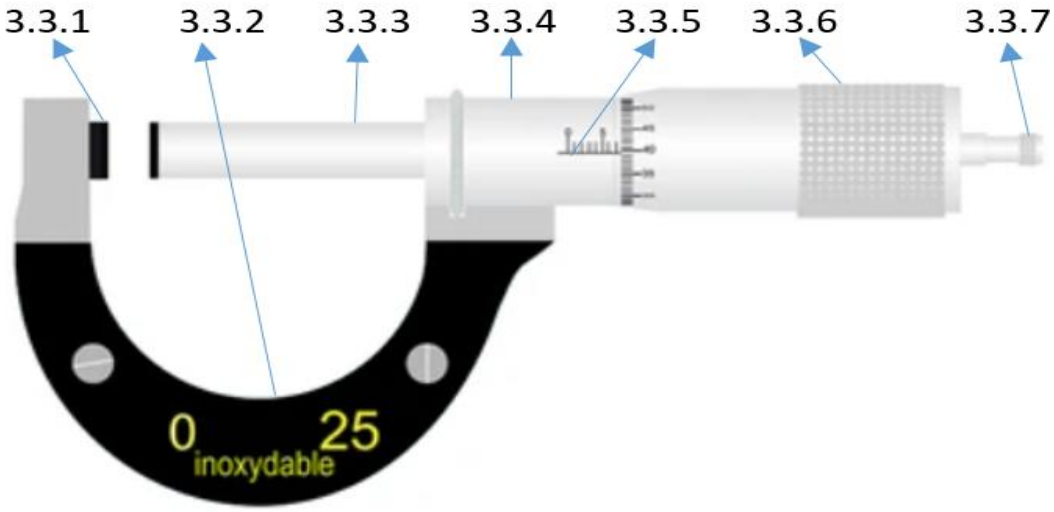

FIGUUR 2 (7)
3.3 Benoem die gemerkte onderdele van 'n mikrometer in FIGUUR 2 deur slegs die antwoord langs die vraagnommer (3.3.1–3.3.7) in die ANTWOORDBOEK te skryf.